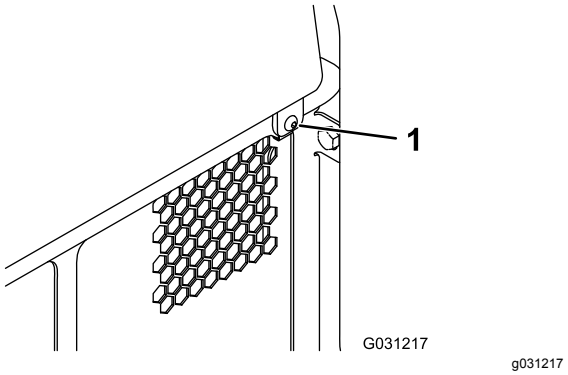

**Figuur 34**
1. Verwijder de bevestiging (Figuur 34).
2. Hef het inspectieluik aan de achterzijde op om toegang te krijgen tot de interne onderdelen (Figuur 34).